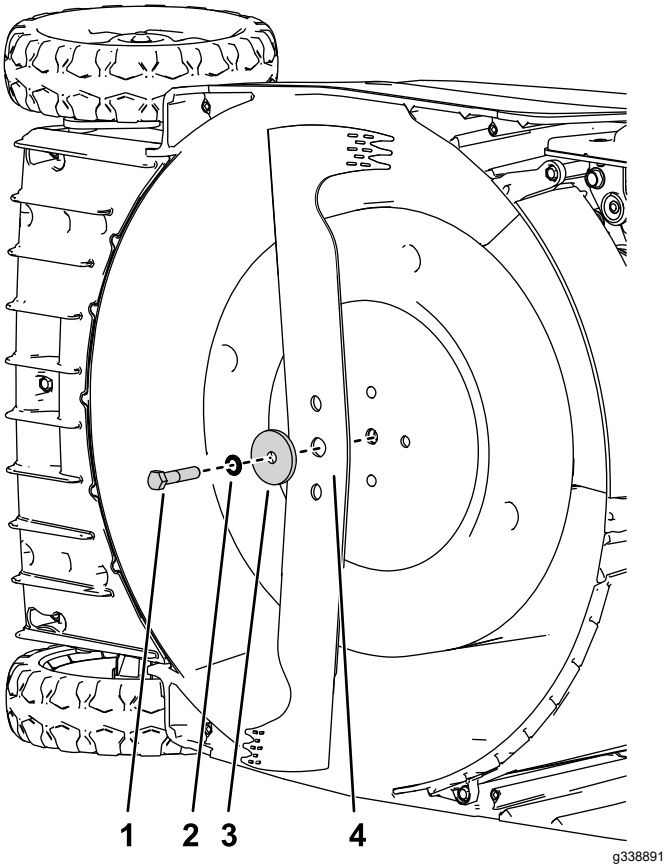

Figur 26
5. Monter den nye kniven og alle monteringsdeler (Figur 26).